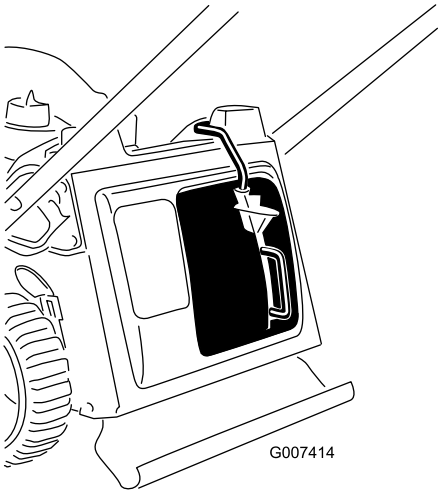

Figur 10
3. Släpp upp knappen på spaken och se till att överdelen på spaken ligger helt inne i brytarkanalen (Figur 10). **Om överdelen på spaken inte ligger i brytarkanalen kommer maskinen inte att starta.**